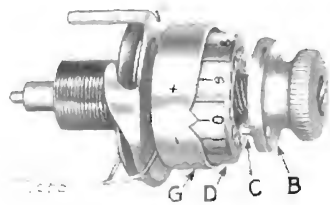
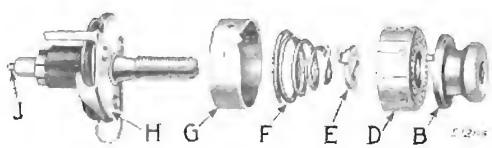

Fig. 44
Fig. 45
Turn the tension regulating thumb nut (B, Fig. 44) until zero on the tension index flange (D) is opposite the pointer on the tension indicator (G); then press in the index flange (D) to disengage the pin (C) in the thumb nut (B) from the flange, and remove the thumb nut and flange, the flange stop motion washer (E, Fig. 45), tension spring (F), indicator (G), tension releasing pin (J) and tension disc assembly (H) which includes the thread take-up spring, thread take-up spring thread guard and two discs.